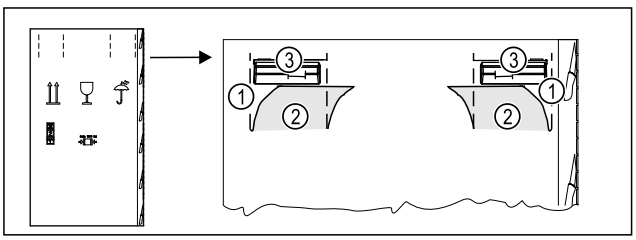

*Fig. 6*
- ▶ Druk het verpakkingskarton aan de bovenkant van de perforatie *Fig. 6 (1)* in.
- ▶ Trek de ingedrukte lipjes *Fig. 6 (2)* naar buiten.
- ▷ De draagbeugel *Fig. 6 (3)* is rechts en links zichtbaar.
- ▶ Houd het apparaat vast aan de draaggrepen *Fig. 6 (3)*.